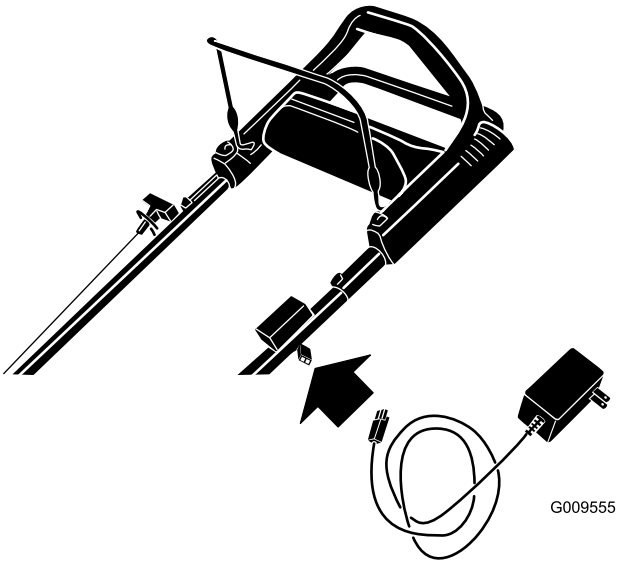

Figur 37
1. Slut opladeren til maskinens ledningsnet neden for tændingsnøglen (Figur 37).